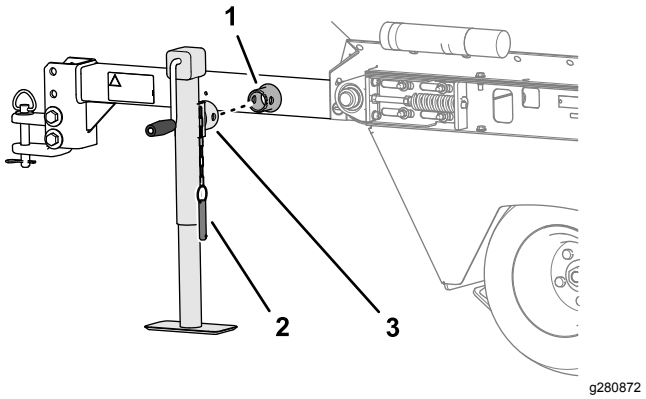

Figur 6
1. Skjut på domkraften på dragstångens domkraftsfästesrör (Figur 6).
2. Rikta in hålen i domkraften efter hålen i monteringsröret och fäst domkraften med sprintbulten (Figur 6).